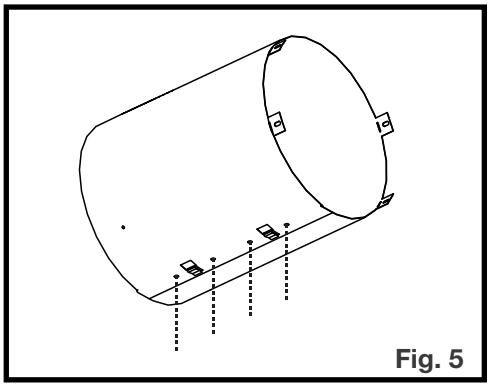

Fig. 5
5. Assurez-vous que les deux extrémités s'alignent et fixez les extrémités avec des agrafes et des attaches **(Fig. 5).**